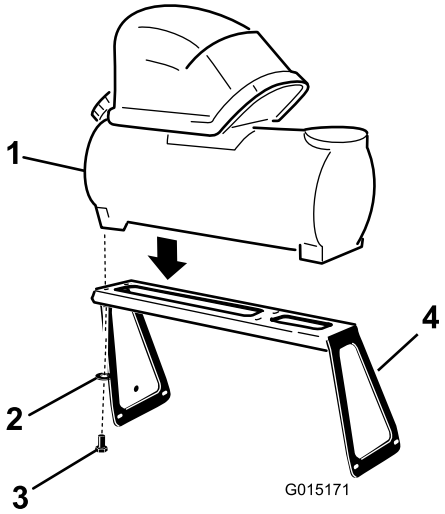

Figur 2
1. Placer skummarkørtankenheden på monteringsbeslaget som vist (Figur 2).